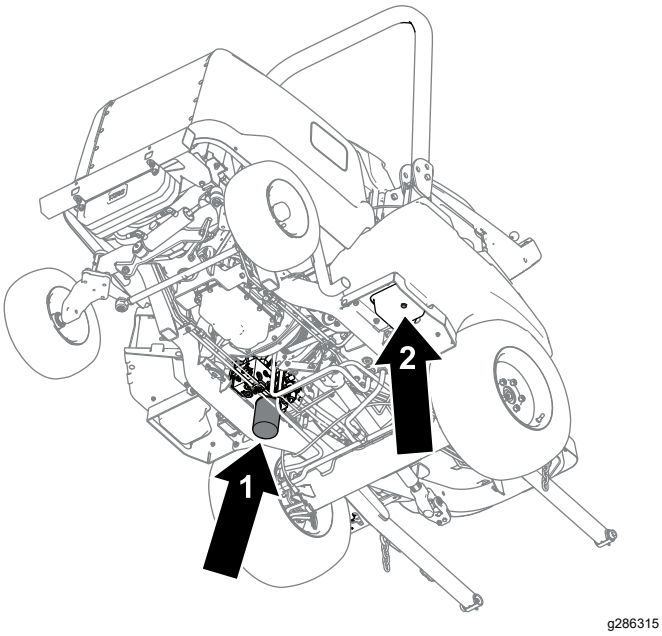

Figura 81
4. Retire el tapón de vaciado (Figura 81) de la parte inferior del depósito y deje que se drene el aceite hidráulico al recipiente.
6. Coloque un recipiente recipiente de vaciado debajo del filtro (Figura 81), retire el filtro y deje que se drene el aceite restante en el recipiente.